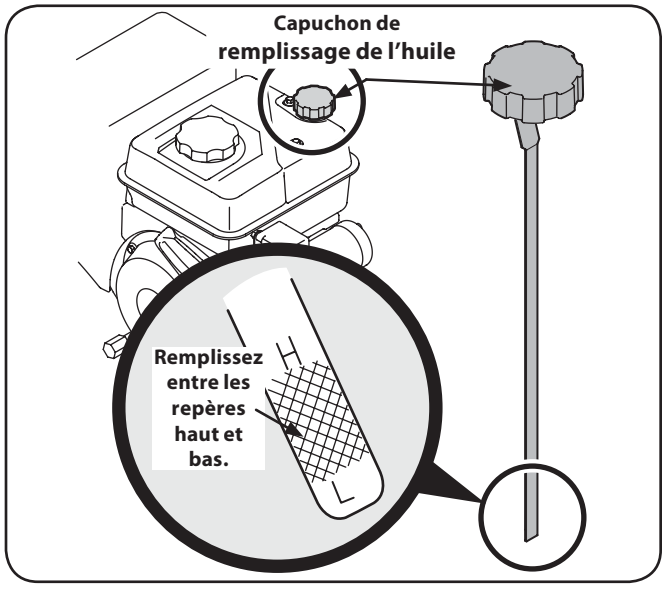

Figure 3-3
- Maintenir le niveau d'huile entre les repères haut (H) et bas (L) de la jauge à huile ou à la limite de débordement dans le cas d'un moteur sans jauge à huile. Voir la Figure 3-3.
1. Enlevez le capuchon de remplissage de l'huile et essuyez la jauge à huile. Voir la Fig. 3-3.
3. Enlevez le capuchon de remplissage de l'huile. Si le niveau d'huile est bas, ajoutez lentement de l'huile jusqu'à ce que le niveau d'huile soit entre les repères haut (H) et le bas (L). Voir la Fig. 3-3.